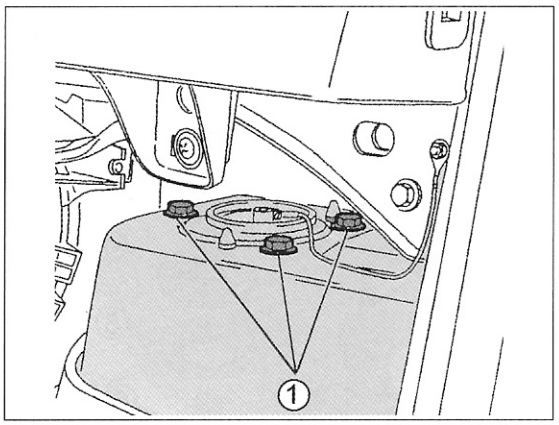

Bild 222
- In der Innenseite des Fahrzeuges das schalldämpfende Material entfernen und das Masseband abschrauben. Die drei Muttern des oberen Federbeinlagers abschrauben (Bild 222).
• In der Innenseite die drei Muttern der oberen Federbeinlagerung entfernen, wie es beim Ausbau des Federbeins beschrieben wurde (siehe auch Bild 222). Die Achseinheit von unten halten, damit sie nicht herausfallen kann.